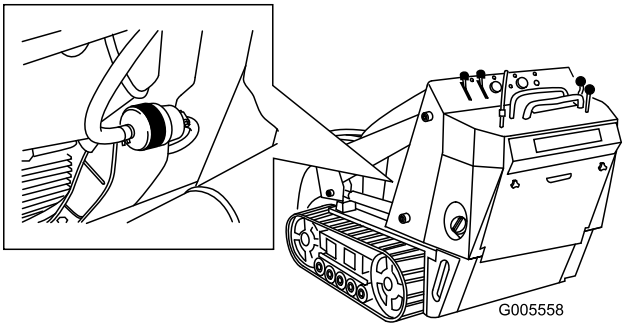

Figuur 40
4. Klem de brandstofleidingen aan beide zijden van het brandstoffilter (Figuur 40).
5. Druk de uiteinden van de slangklemmen naar elkaar toe en schuif ze weg van het filter (Figuur 40).